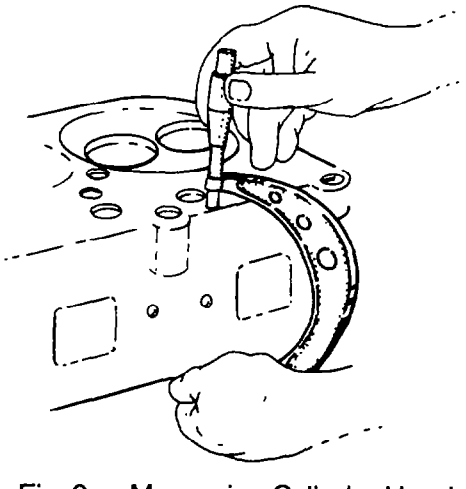

Fig. 9 — Measuring Cylinder Head
c. After machining, recheck the thickness of the cylinder head with a micrometer to ensure that it is within specifications (see fig. 9).